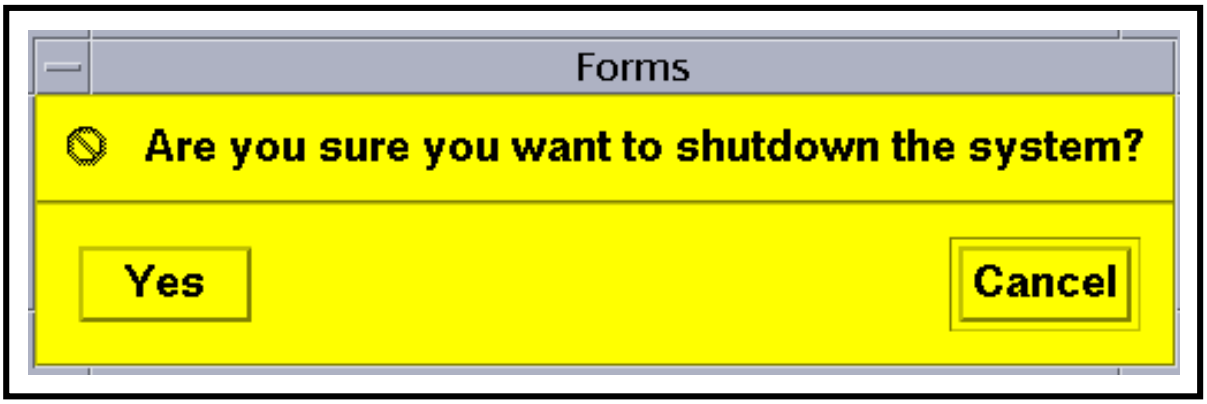

Figure 84. Shutdown Confirmation Dialogue Box
- A yellow **Shutdown Confirmation** dialogue box (Figure 84) is displayed.